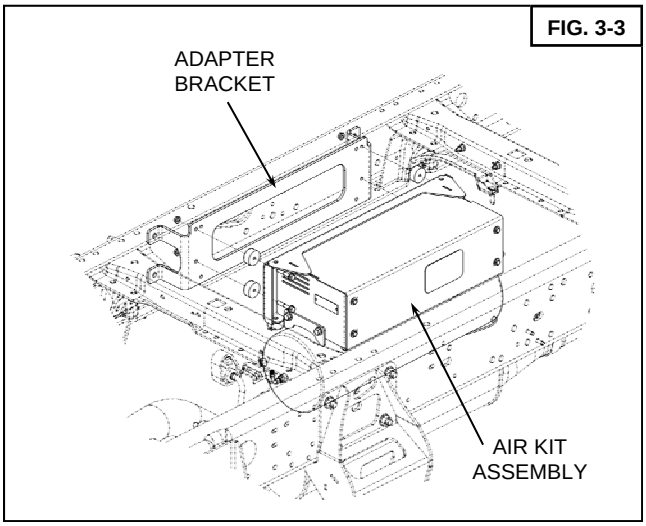

FIG. 3-3
- With the use of the 80001515 adapter bracket, the UltraRide® Air Kit can be mounted inside the frame rail, providing even more flexibility in mounting options to accommodate a variety of installs (see Fig 3-3). The 80001515 adapter bracket is not included with the UltraRide® Air Kit. Contact your Link Suspension representative for availability of the 80001515 adapter bracket.